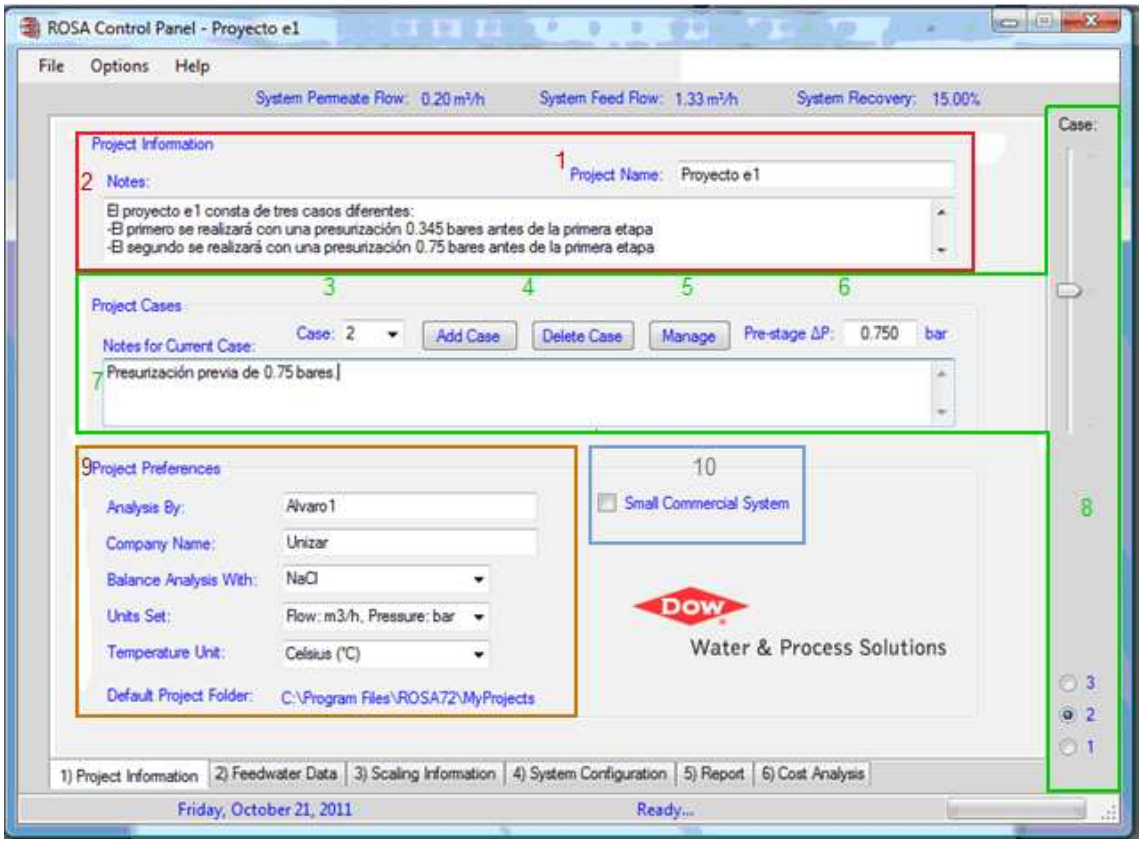
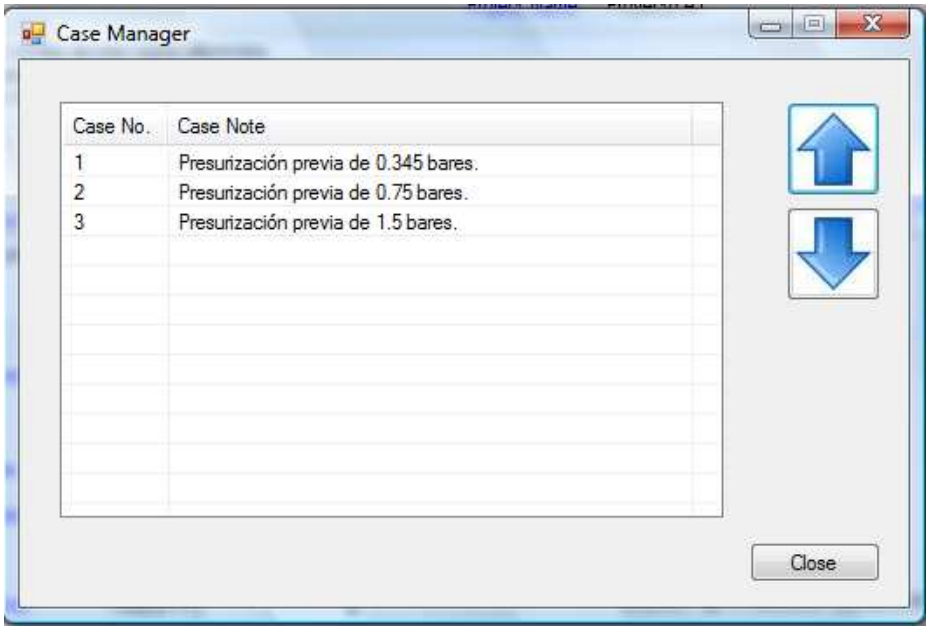

Figura 5.29: Partes de la ventana "1) Proyect Information"
Figura 5.30: Ventana de “Case Manager”
Para facilitar la explicación de todas sus partes, se presenta la figura 5.29:
Como se observa en la figura 5.29, la ventana se ha dividido en cuatro partes, acotadas por cuatro polígonos de colores:
- “Proyect Name” (Nombre del Proyecto), que está marcado en la figura 5.29 con el número 1. El nombre que se introduzca será el que lleve el proyecto en su conjunto, y será también el nombre por defecto que seleccione el programa a la hora de guardar el archivo.
- “Notes” (Notas), marcado con un número 2 en la figura 5.29. Este cuadro de texto sirve para anotar cualquier información que el usuario considere útil acerca del proyecto en ejecución. Por ejemplo, en la figura 5.29 se describen las tres presiones de alimentación que se usan en cada uno de los tres casos de los que consta el “proyecto e1”.
- Ventana desplegable de casos, marcado con un número 3 en la figura 5.29. Mediante esta ventana se puede seleccionar cualquier caso de los que posea el proyecto.
- Botones de “Add Case” (Añadir Caso) y “Delete Case” (Eliminar Caso), etiquetados con el número 4 en la figura 5.29. Mediante estos dos botones se regula el número de casos de los que dispone el proyecto.
- Botón de “Manage” (Gestionar), marcado con el número 5 en la figura 5.29. Al presionar este botón se abre la ventana de “Case Manager” (Gestor de Casos) que se muestra en la figura 5.30:
- Cuadro de texto de ”Pre-stage ΔP” (Presión antes de la primera etapa), marcado con un número 6 en la figura 5.29. En este cuadro de texto se rellena la presión (barométrica) previa que posee la alimentación para cada caso: los datos que se introduzcan serán guardados solamente para el caso que esté activado en ese momento. En el ejemplo de la figura 5.29, la presurización previa de 0,75 bares en la alimentación es sólo para el caso 2, que es el caso que está marcado. Las unidades de
- Cuadro de texto de “Notes for Current Case” (Notas para el Caso Actual), etiquetado con el número 7 en la figura 5.29. En este cuadro de texto, el usuario puede escribir toda la información que le resulte útil acerca de cada uno de los casos de los que consta el proyecto. Esta información será la que se muestre en la ventana de “Case Manager”, como se vio en la figura 5.30.
- Selector de casos, marcado con el número 8 en la figura 5.29. Mediante esta herramienta se puede alternar entre casos de una manera más rápida que mediante la ventana desplegable de casos (número 3). Además, el selector de casos tiene la ventaja de encontrarse situado en el marco exterior del programa, por lo que se mantiene al cambiar de pestaña, y el usuario no se verá obligado a volver a la primera pestaña para cambiar el caso en ejecución.
Esta parte de la ventana está rodeada por un rectángulo naranja, y marcada mediante un número 9 en la figura 5.29. Aquí se seleccionan las preferencias que se utilizarán en todo el proyecto: nombre del usuario, nombre de la compañía, compuesto con el que se realizará el análisis, unidades por defecto y la carpeta por defecto para guardar el proyecto.
Esta última parte de la pestaña “1) Proyect Information” se ha recuadrado con un rectángulo gris, y etiquetado con el número 10 en la figura 5.29. Consta únicamente de una casilla, llamada “Small Commercial System” (Pequeño Sistema Comercial). Si esta casilla se encuentra desactivada, el programa mostrará todo el catálogo de membranas FILMTEC disponibles en ROSA.